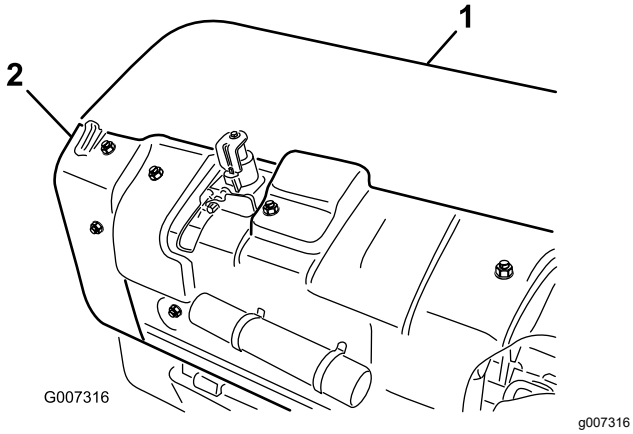

**Figuur 34**
A. Verwijder de achterkap van de beluchtingskop (Figuur 34).
B. Draai de montagebouten van het poeliedeksel los en verwijder het deksel (Figuur 34).